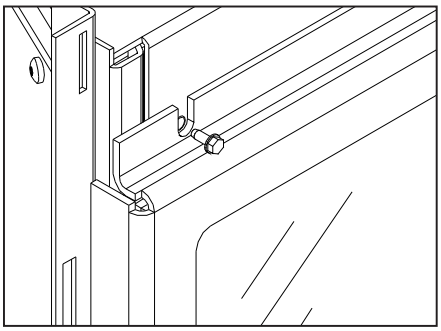
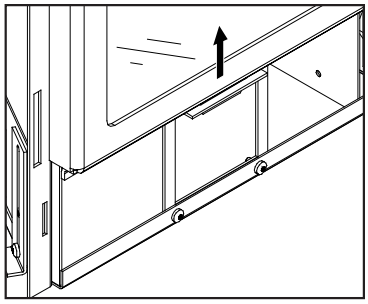

Figure 8: Top bolts for glass door.
Figure 9: Bottom hooks for glass door.
Open the door by removing the two (2) $^{5}/_{16}$" bolts located at the top outside corners of the glass frame (see Figure 8). Lift the bottom of the door up and remove from unit (see Figure 9).